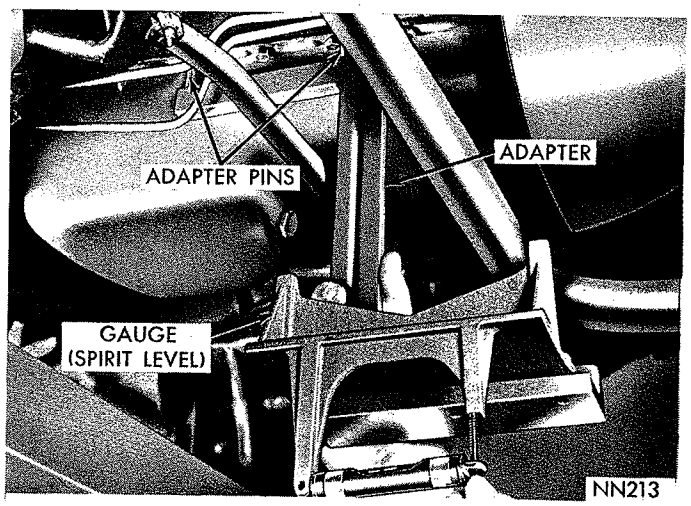

*Fig. 6—Adjusting Gauge on Engine (Front Joint Angle Reference)*
(1) Attach engine adapter SP-5046 to gauge SP-5060.
(2) Position gauge on left side of engine so that adapter pins contact flat surface of engine oil pan flange adjacent to the vertical wall of the oil pan (Fig. 6). On models equipped with six cylinder engines, use right side of the engine. The gauge must be held vertical as shown with arrow on gauge SP-5060 pointing toward the front of car.